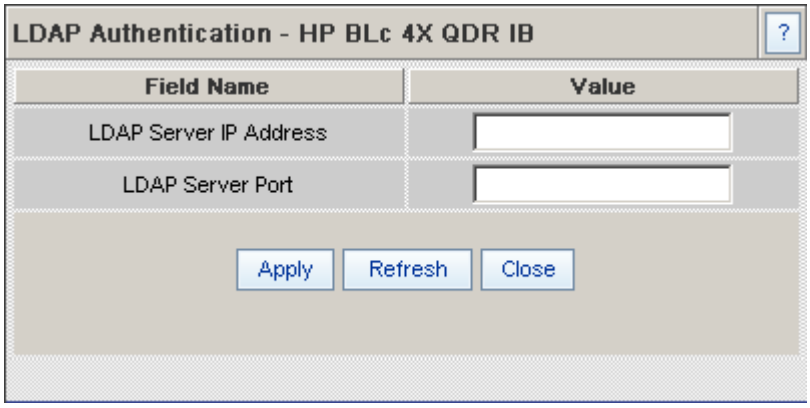

Figure 21 LDAP Authentication Screen
1. Click **LDAP Configuration** under the **Maintenance** menu. The LDAP Authentication screen is displayed (Figure 21).